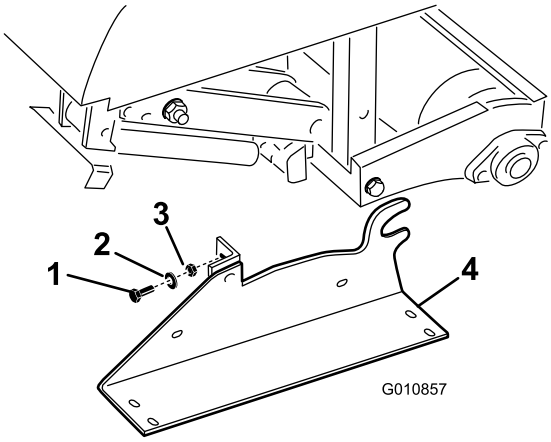

Figur 25
2. Fjern boltene, låseskivene og mutterne som støtter lagringspilarene på hver ende av luftemaskinen (Figur 25).